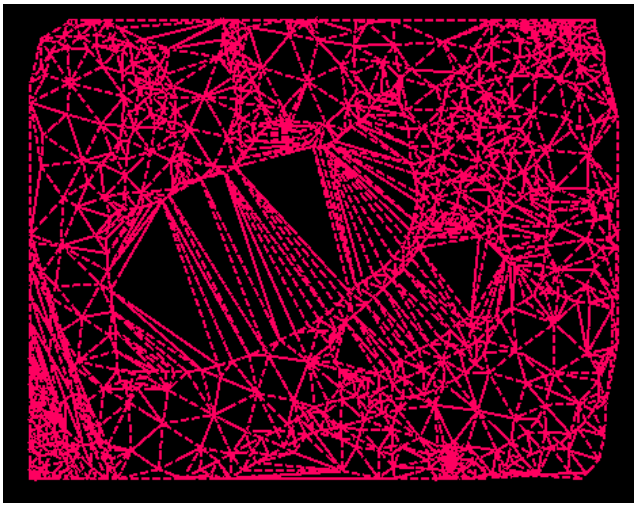

Figure L8-108 MicroStation
- Ensure your view in MicroStation matches that shown in *Figure L8-108*.
Although the obscured areas have now been triangulated across, as shown in ***Figure L8-108****, it is important to remember that this data is* ***not*** *accurate and has been generated solely for use in the* ***Roadway Designer*** *to ensure that the end conditions solve for all Templates and allows construction limits to be generated. The only existing Surface data to be considered accurate comes from the Office of Design Policy and Support/Location*